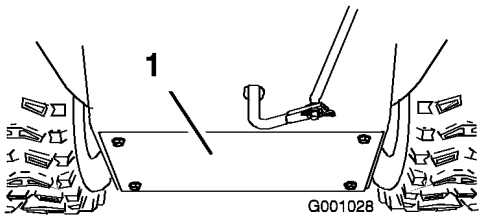

Figur 44
3. Fjern bakdekslet (Figur 44).